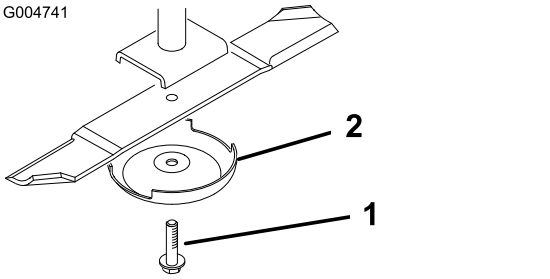

Figur 110
3. Ta bort knivskruven, antiskalpbehållaren och kniven från spindelaxeln (Figur 110).